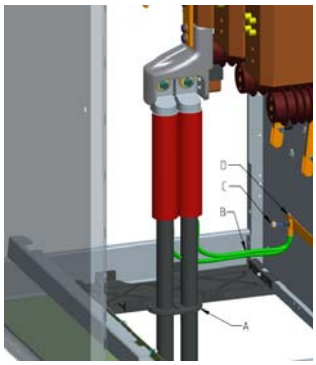

Figure 4.7.16
- Faire glisser le caoutchouc de traverse (Figure 4.7.16 A) à la bonne hauteur.
- Raccorder les câbles de terre des câbles (Figure 4.7.16 B) à l'aide de l'écrou (Figure 4.7.16 C) à la barrette de terre (Figure 4.7.16 D).